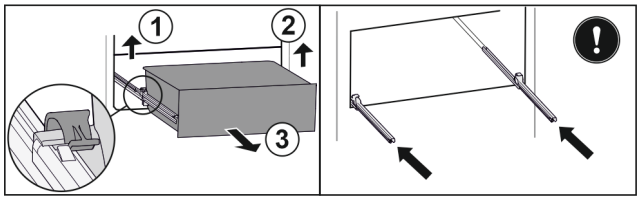

Fig. 169
▶ Soulever la bride gauche et tirer dans le même temps la partie gauche du tiroir vers l'avant. *Fig. 169 (1)*
▶ Soulever la bride droite et tirer dans le même temps la partie droite du tiroir vers l'avant. *Fig. 169 (2)*
▶ Retirer le tiroir par l'avant. *Fig. 169 (3)*